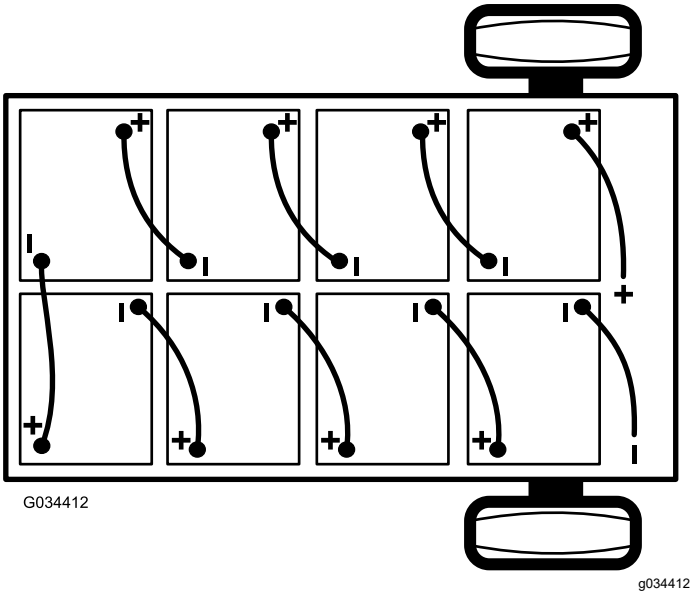

Figura 39
2. Desligue o fio negativo principal da bateria (preto) que liga o banco das baterias ao ponto de ligação à terra da máquina (Figura 39).
3. Desligue o fio positivo principal da bateria (vermelho) que liga o banco das baterias ao contactor principal da máquina (Figura 39).
Nota: Obs.: Preste atenção à polaridade das baterias quando trocar de baterias (Figura 39).
6. Faça a ligação das baterias como se mostra na Figura 39 com os cabos de interligação das baterias que removeu no passo 1.
2. Ligue o fio positivo principal da bateria (vermelho) entre o banco das baterias e a máquina (Figura 39).
3. Ligue o fio negativo principal da bateria (preto) entre o banco das baterias e a máquina (Figura 39).